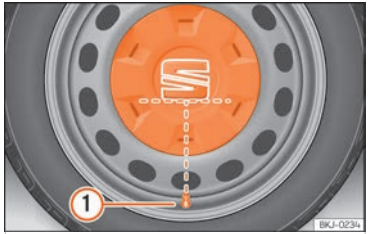

Fig. 186 Col·locació correcta de l'embellidor central de roda per a llandes d'acer.
- Col·loqueu sobre la llanda l'embellidor central de roda. La part inferior de la sigla "S" de l'emblema de SEAT ha de coincidir amb la vàlvula Schrader ››› fig. 186 ①.